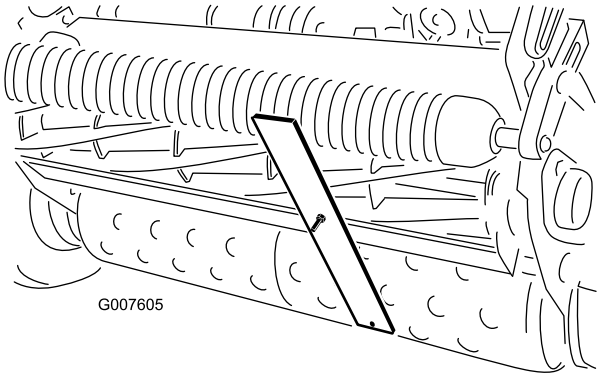

Figur 53
4. Hekt skruehodet på motstålets knivegg, og la den bakre delen av stangen hvile mot den bakre delen av valsen (Figur 53).